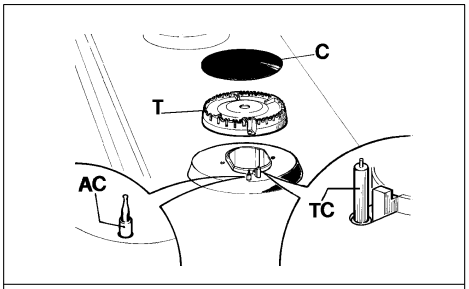

FIG. 6
Si on veut conserver la brillance de la table, il est très important de la laver après chaque utilisation à l'eau savonneuse tiède puis de la rincer et de la sécher. Laver de la même manière les grilles émaillées, les couvercles émaillés "C" des répartiteurs de flamme et les injecteurs "T" (voir fig. 6).
- ***Vérifier que les trous de sortie de gaz des répartiteurs de flamme "T" (fig. 6) ne sont pas bouchés par des corps étrangers.***
- ***S'assurer que le couvercle émaillé du répartiteur de flamme "C" (fig. 6) est correctement positionné sur le répartiteur de flamme, c'est à dire qu'il est dans une position parfaitement stable.***